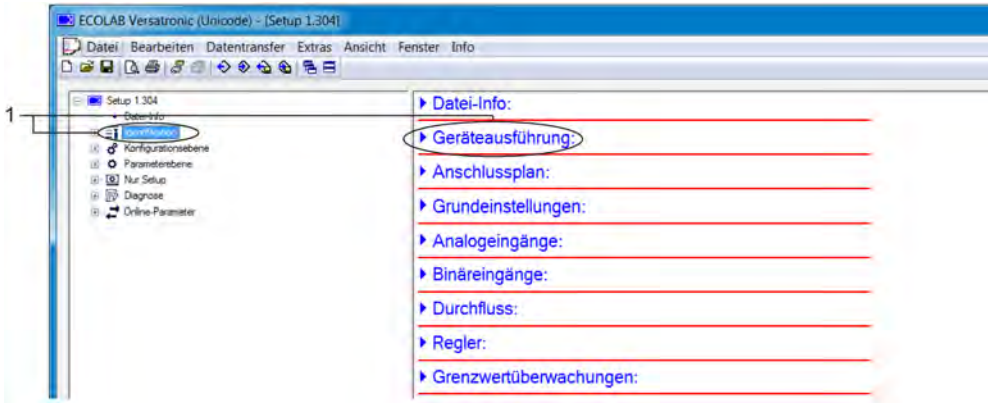

Abb. 97: Geräteausführung
3. Rufen Sie im *„Versatronic“*-Setup-Programm den Menüpunkt „Geräteausführung“ mit einem Doppelklick auf. (Siehe Abb. 97 .)